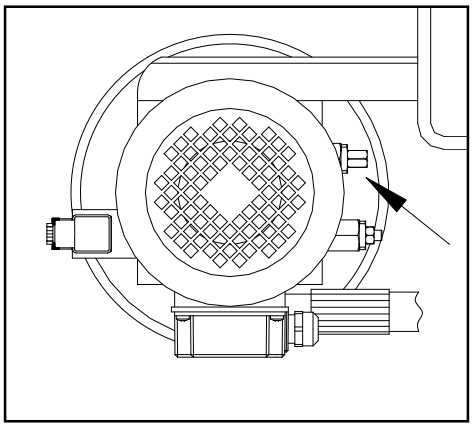

Abb. 11
• Bei Überlastung der Hebebühne spricht das Druckbegrenzungsventil am Hydraulikaggregat an (Abb. 11).